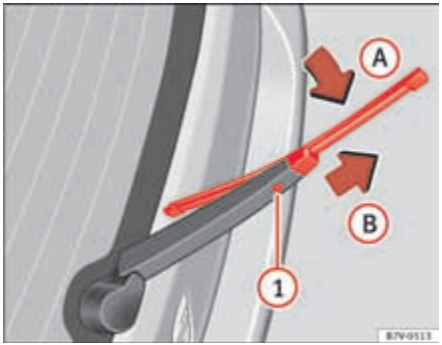

Fig. 166 Changing the rear wiper blade.
- Pull the wiper blade out of its mounting on the wiper arm ⇒ page 273, fig. 166 (arrow (A)).
- Hold down the release button ⇒ page 273, fig. 166 (1) while gently pulling the blade in the direction of the arrow (B). This may require some strength.
- Insert a new blade of the **same length and type** in the wiper arm in the opposite direction to the arrow ⇒ page 273, fig. 166 (B) and hook into place. This feature is operational when the knob is in position (arrow (A)).